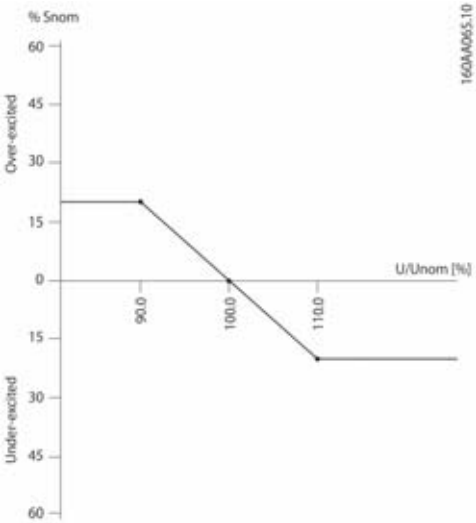

Abbildung 2.13 Q(U)-Sollwertkurven – Blindleistung
Mithilfe der Sollwertkurve Q(U) regelt der Wechselrichter die Blindleistung in Abhängigkeit von der Netzspannung U. Die Werte für die Sollwertkurve werden vom lokalen Versorgungsunternehmen bestimmt und müssen dort erfragt werden (siehe auch Abbildung 2.13).